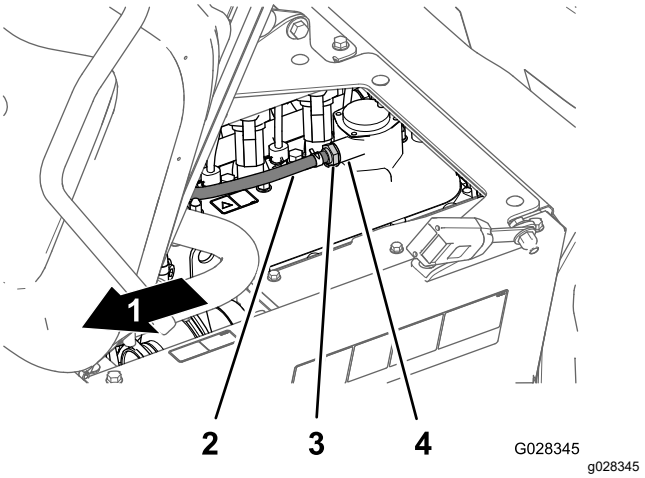

**Bild 81**
2. Entfernen Sie das PCV-Ventil vom Anschlussstück des Ventildeckels (Bild 81).
**Hinweis:** Wenn die innere Drossel des Ventils klappert, ist das PCV-Ventil funktionsfähig; wenn die innere Drossel beim Schütteln nicht frei klappert, muss das PCV-Ventil ausgetauscht werden (Bild 81).
4. Setzen Sie das PCV-Ventil ein, bis es vollständig in der Dichtung am Anschlussstück am Ventildeckel sitzt (Bild 81).